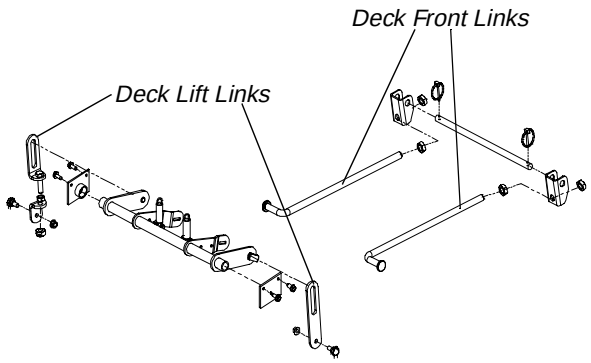

Figure. 5
c. If the dimension at the front of the mowing deck is 1/8"-1/4" lower than the dimension at the rear of the deck (pitch) on each side of the mower, do not adjust. If not, you will need to adjust the Deck Front Links (See Figure 5).